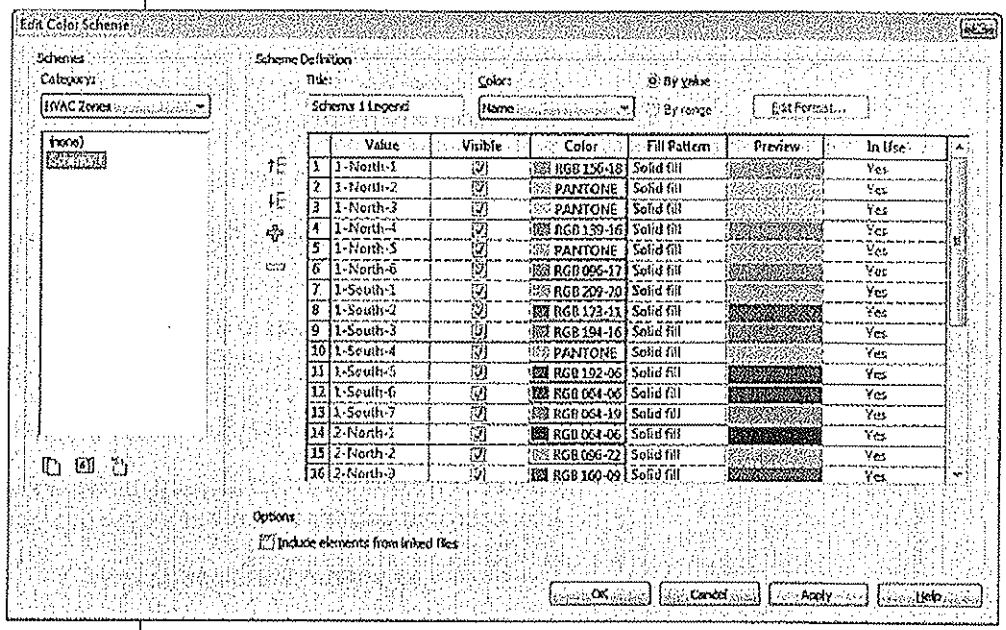

Figure 6–82
4. Select the default **Schema 1**. The Scheme Definition automatically populates by zone name as shown in Figure 6–82.